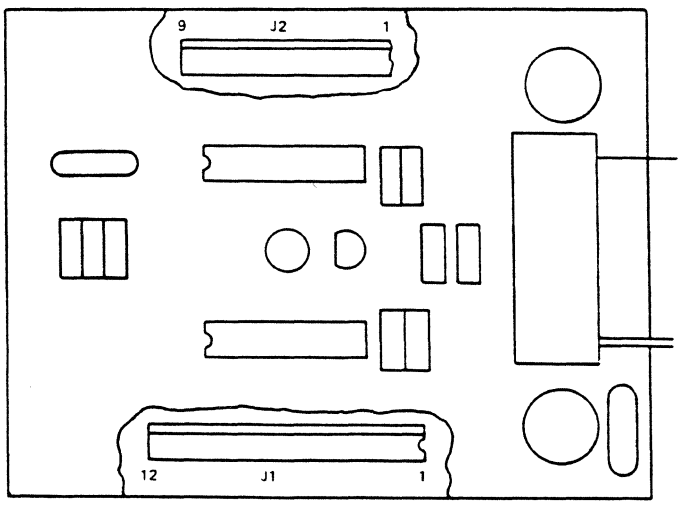

Figure 7-12. Cassette Adapter Board
e. Locate ribbon connectors J1 and J2 on the cassette adapter board (Figure 7-12).
b. Reconnect cables J1 and J2. **Remember, the black plastic caps on the cables must always make contact with the nylon protrusions** (Figure 7-12).